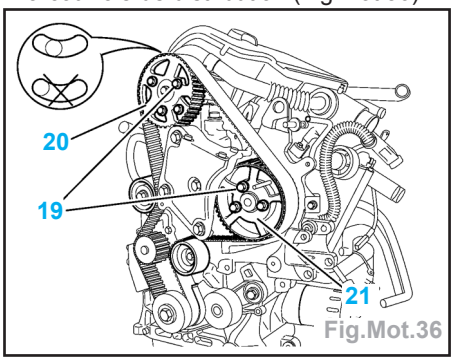

Fig.Mot.36
- Tourner le galet-tendeur (16) dans le sens inverse des aiguilles d'une montre (à l'aide de l'outil [10].
- Serrer l'écrou (23) à 1,8 daN.m (sans modifier la position du galet (16)).
Impératif : En déposant une vis (19) sur chacune des poulies (20) et (21), s'assurer que ces vis (19) ne sont pas en butée de boutonnière. Dans le cas contraire, reprendre l'opération de repose de la courroie de distribution (Fig.Mot.36).